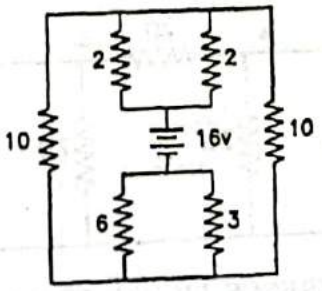

**FIG. 1.184 : REFERENCE FIGURE FOR PROBLEM NO. 7**
7. For the network of Fig. 1.184 determine the current supplied by battery. All resistance are in ohm. **[2 A]**